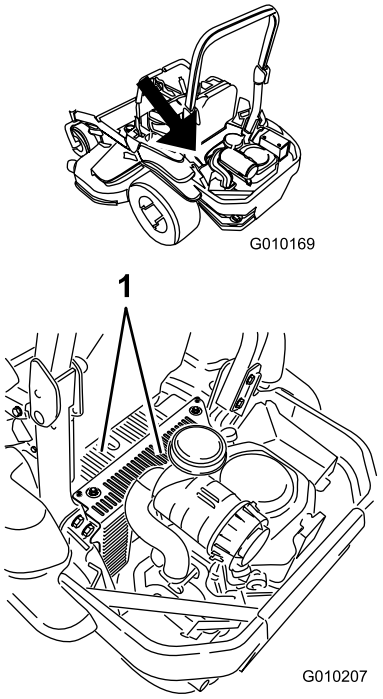

Figur 73
5. Fjern snavs og græs fra hydraulikenhedens afskærmninger (Figur 73).